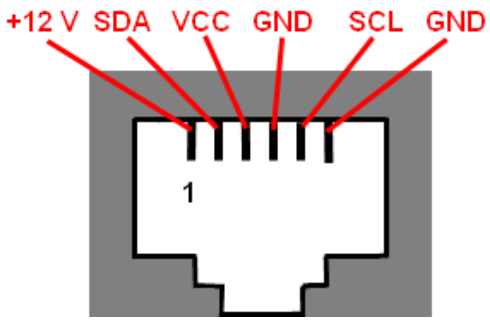

Рисунок 4 – Схема электрическая разъема RJ-11 “Sensor” подключения цифровых датчиков
6.4 Подключите, при необходимости, используемые цифровые датчики к разъему RJ-11 «Sensor» ***(см. рисунок 4)***. При подключении нескольких датчиков необходимо использовать разветвители TCU4, TCU5 “VELLEMAN” (или аналогичные).